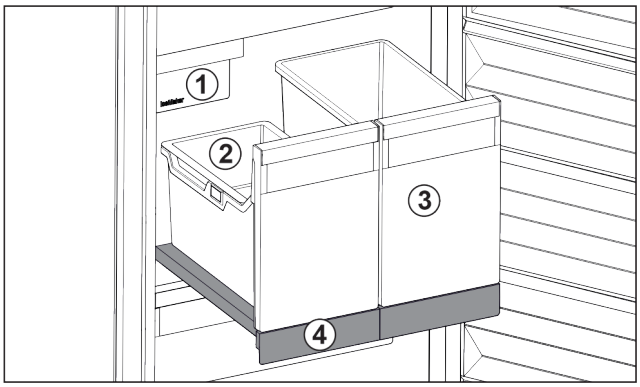

Fig. 88 Pull-out board with IceTower
(1) IceMaker
(2) Hang-on tray for ice cubes
(3) Container for pizza or alcoholic beverages, for example
(4) Pull-out board
There are two high (IceTower) containers on the pull-out board. Ice cubes from the IceMaker are collected and stored in the *Fig. 88 (2)* container. The container *Fig. 88 (3)* is suitable for storing tall foodstuffs or beverages such as pizzas or alcoholic drinks.